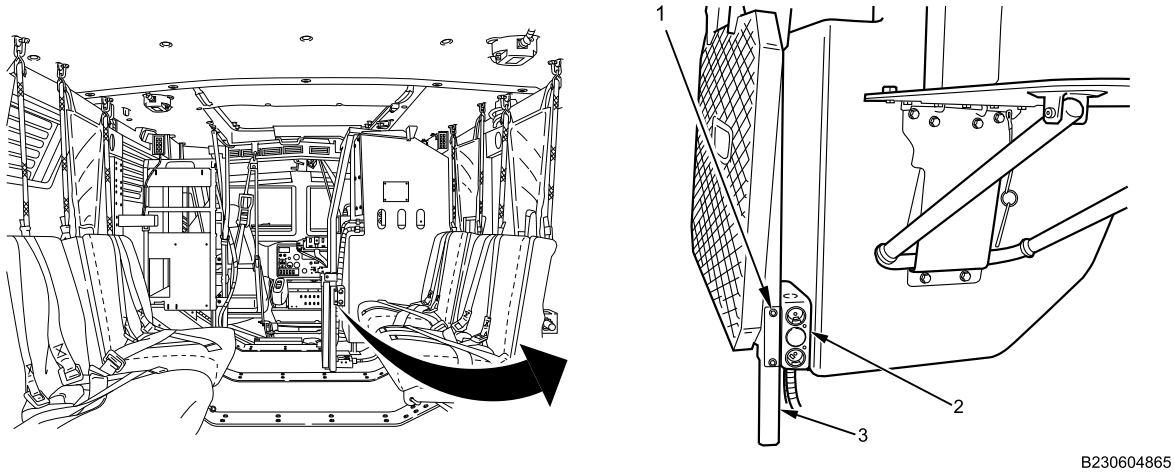

Figure 1. 12V Junction Box.
1. Remove two screws (Figure 1, Item 1) securing 12V junction box (Figure 1, Item 2) on gunner platform stand (Figure 1, Item 3).